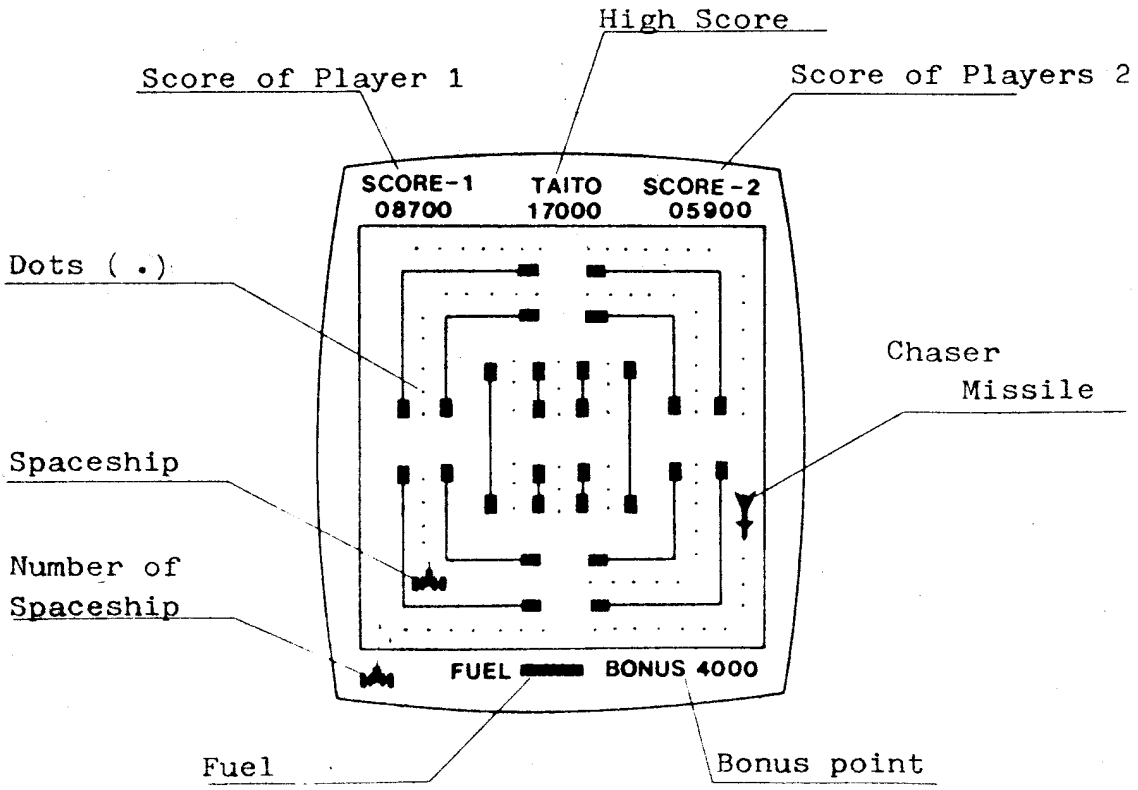

Fig. 8
10. Typical Picture During Play (See Fig.8)